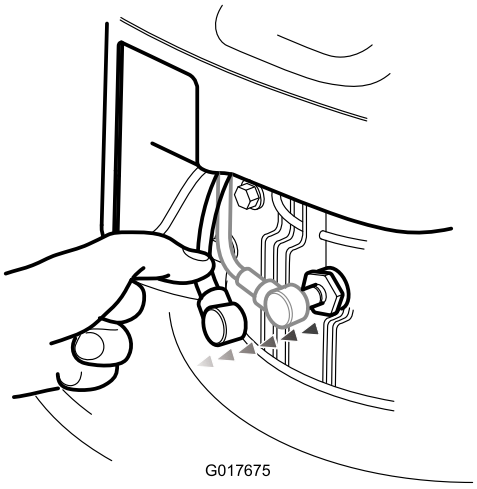

**Figure 21**
2. Disconnect the spark plug lead (Figure 21).